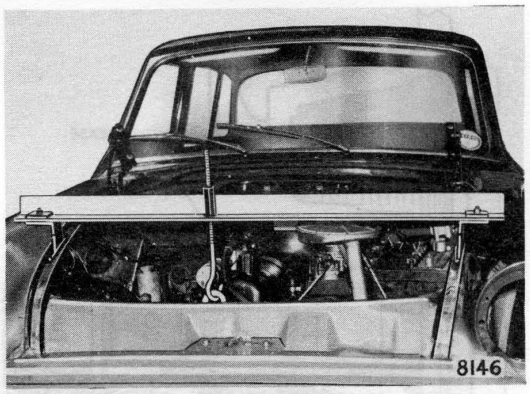

Fig. 9
5. Support the engine with the Churchill tool RG.720, see Fig. 9 and detach the front engine mountings from the crossmember by withdrawing two bolts and washers, identify the tappings from which they were removed.